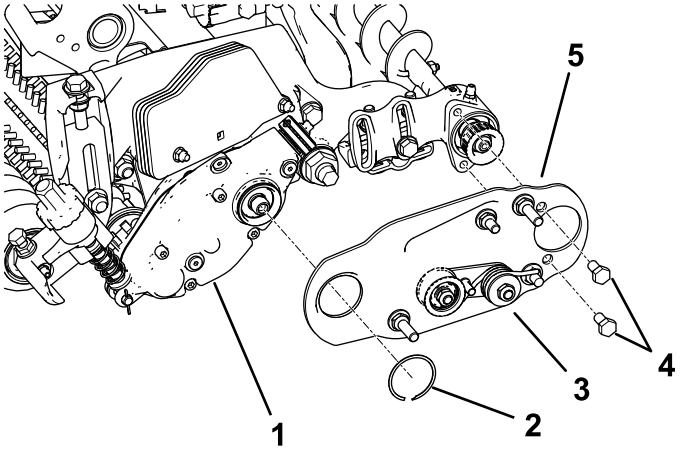

図 12
3. 左または右ローラブラシのピボットプレートを取り付ける図 12。
注 底部に、アイドラプーリアセンブリが 図 12のように取り付けられていることを確認してください。
4. ボルト2本 5/16 x ½" に青色ロッキングコンパウンドを塗り、これを使ってブラシプレートをローラブラシ用ベアリングハウジングに取り付ける図 12。
5. ブラシプレートをローラブラシハウジングにリテーナリングで取り付ける図 12。